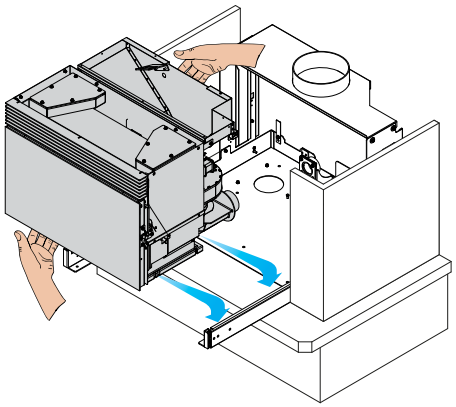

fig. 6.1.10
10) Colocar de nuevo la máquina en los raíles (fig. 6.1.10)